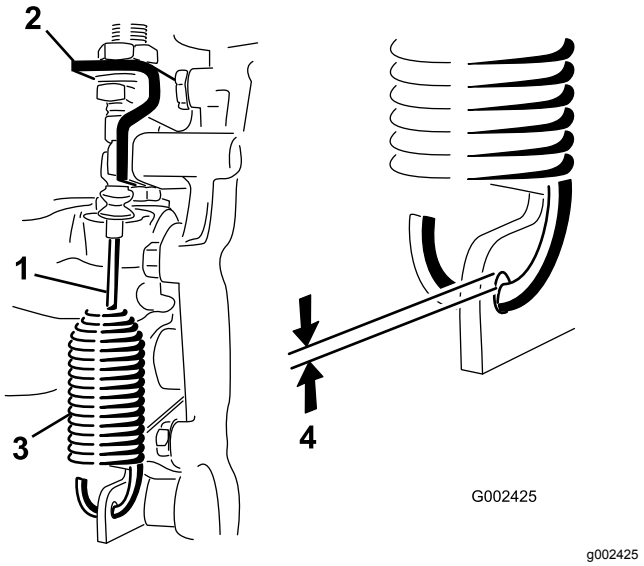

Figur 47
2. Løsn de kontramøtrikker, der fastgør differentialelåsens kabel til beslaget på gearkassen (Figur 47).